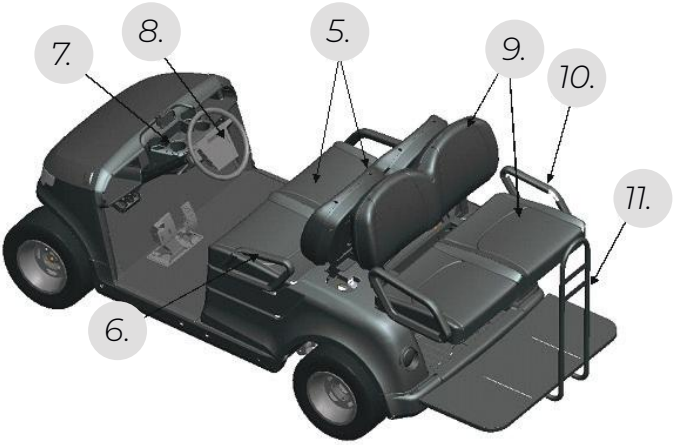

Figure 12 - Rear Seating
- The front seat (5) is for two people, one person on each side of the seat. *(Figure 12 - Rear Seating)*
- The front hip restraints (6) help people stay in position while the vehicle is in motion. *(Figure 12 - Rear Seating)*
- The vehicle has a cup holder (7) for the benefit of both the driver and passenger. *(Figure 12 - Rear Seating)*
- The steering wheel (8) controls the direction of vehicle travel. *(Figure 12 - Rear Seating)*
- The seat flips down to hold and carry cargo. *(Figure 12 - Rear Seating)*
Rear passengers must stay in the seat and hold both the hand rail and rear handle while the vehicle is in motion. Do not allow passengers to ride on the cargo platform. A sudden move or stop can cause severe injury or death to passengers on the cargo platform. The vehicle has a feature that functions as a rear seat or a cargo platform. When in the upright position, it is a rear seat for two passengers. Fold the seat flat for a cargo platform. *(9). (Figure 12 - Rear Seating)*
There are rear hand rails *(10)*, one on each side of the rear seat to help passengers stay in position when the vehicle is in motion. The passengers must hold the rear hand rail *(10)* whenever the vehicle is in motion. *(Figure 12 - Rear Seating)*
The rear handle *(11)* is located at the far end of the vehicle in the center of the foot-rest. The handle helps the passengers stay in position when the vehicle is in motion. The passengers must hold the rear handle (11) when the vehicle is in motion. *(Figure 12 - Rear Seating)*